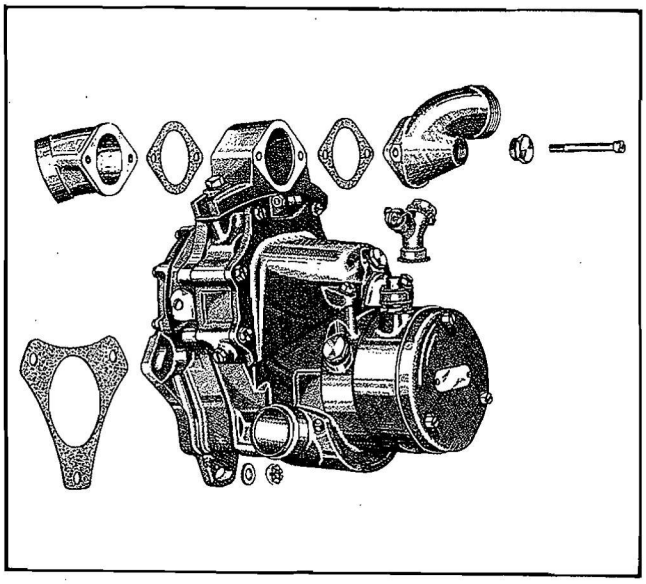

Figure 27—Magneto
a. Ignition is supplied either by two Scintilla SF9LN4, two American Bosch SF9LU3 or two Edison-Splitdorf SF9LD1 magnetos attached to the supercharger rear cover. Refer to Figure 27. The magnetos incorporate nine lobe breaker point cams which turn at ½ crankshaft speed. The pivotless type breaker points are employed. Both magnetos are timed to No. 1 cylinder after which they operate with fixed timing. The right hand magneto fires the front spark plugs and left hand magnetos fires the rear spark plugs. Section VIII of this Handbook gives timing instructions and AAF T. O. No. 03-5DA-2 or NavAer 03-5DA-534 contains complete information on the Scintilla SF9LN4 magnetos. Refer to AAF T. O. No. 03-5DC-1 or NavAer 03-5DC-512 for information on the American Bosch SF9LU3 magnetos.